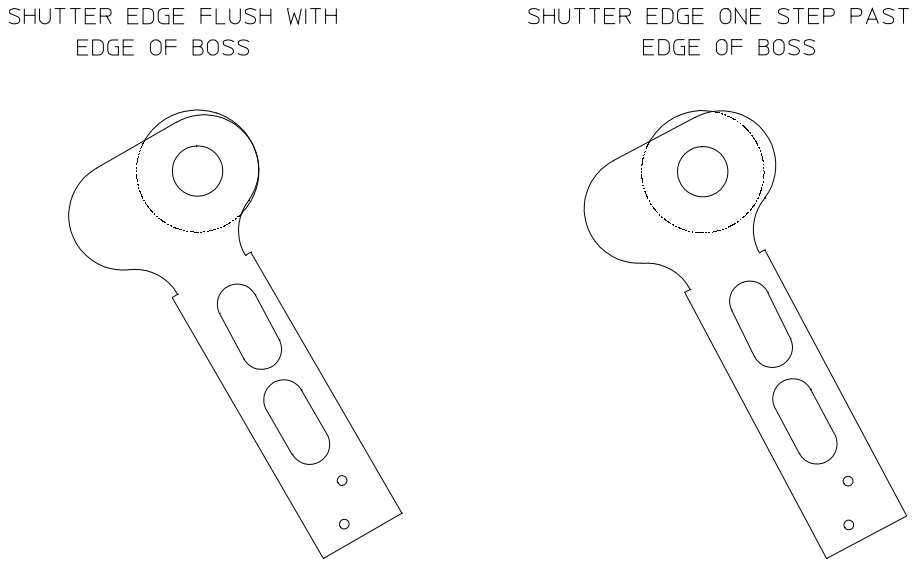

FIGURE 4-4. Shutter Positioning in Calibration
3) Using the UP and DOWN icons, position the shutter so that it is either flush with the boss edge or one step past the boss edge (see Figure 4-4). ***DO NOT*** position the shutter below the boss edge.